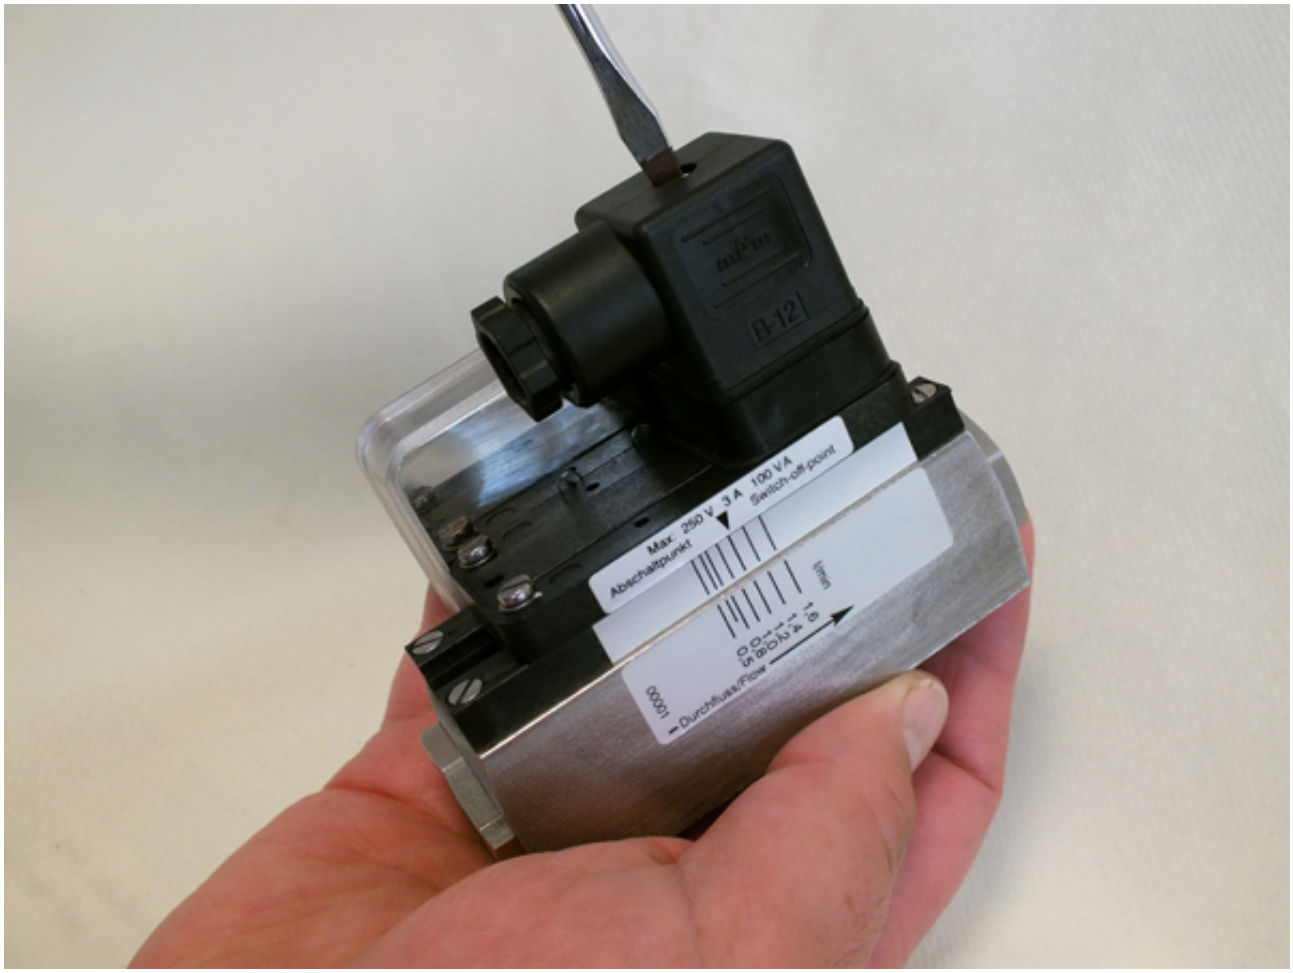

Abb. 26: Steckerdose lösen
1. Befestigungsschraube (*Abb. 26*) von der Steckerdose lösen
9. Steckerdose auf Gerätestecker stecken und Befestigungsschraube (*Abb. 26*/1) anziehen